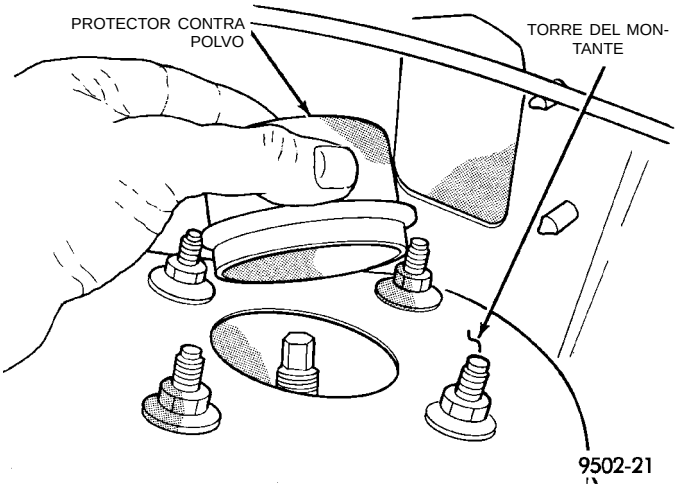

Fig. 6 Desmontaje del protector contra polvo de la torre del montante
(6) Baje el vehículo. Los pernos de fijación del soporte del montante superior trasero a la torre del montante son accesibles a través del maletero.
(7) Si fuese necesario, retire la alfombra de la parte superior de la torre del montante. después retire el protector contra polvo de goma (Fig. 6) de la parte superior de la torre del montante, para facilitar el acceso a las tuercas de fijación del soporte del montante superior.
(2) Instale el protector contra polvo en el orificio de la parte superior de la torre del montante (Fig. 6). Vuelva a instalar la alfombra sobre la parte superior de la torre del montante trasero.
(3) Eleve el vehículo.